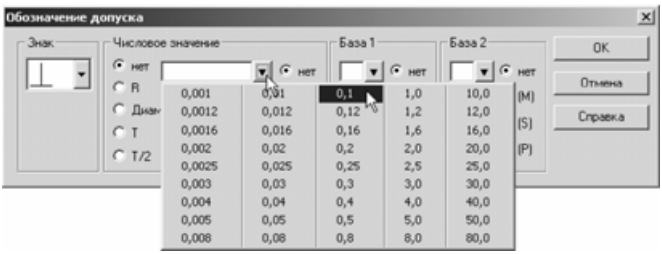

Рис. 3.64
- Раскройте список группы **Числовое значение** и выберите стандартную величину 0,1 (рис. 3.64).